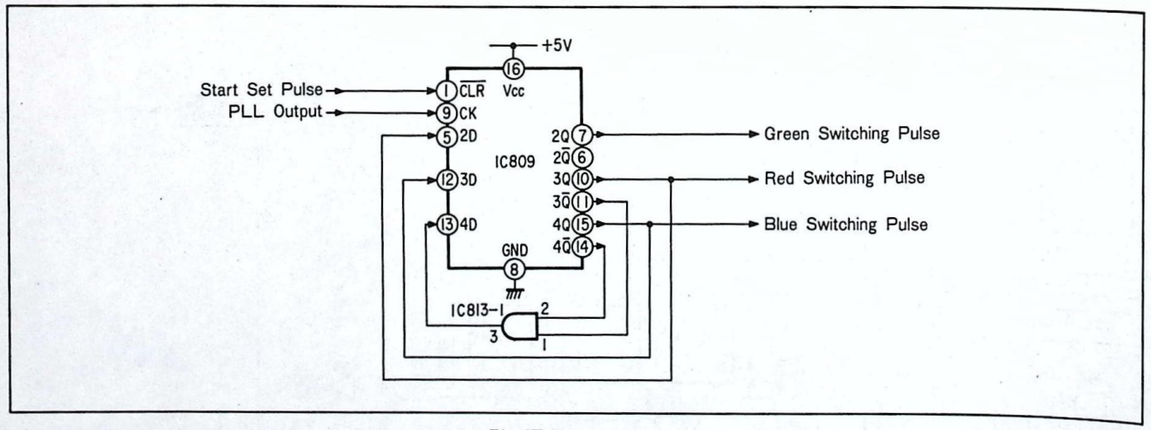
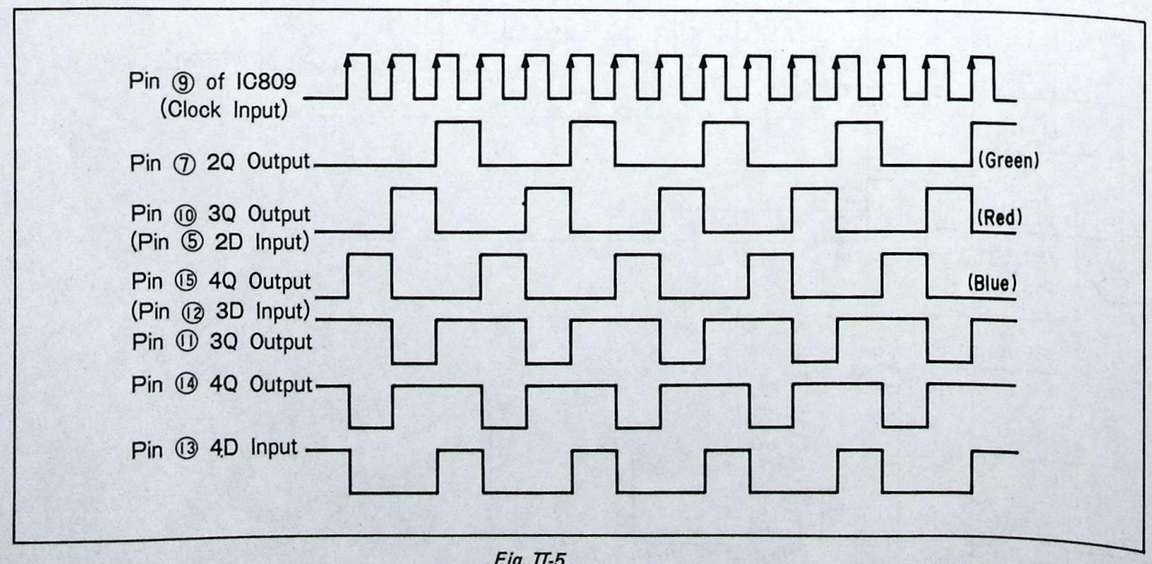

Fig. II-4.
Fig. II-5.
② The fetched f_i signal is fed to the limiter. The level of the index signal differs near the center and periphery of the CRT depending on where the photodetector is mounted and CRT profile. The beam output also differs depending on pictures, and the index signal level varies. The signal is fed to the limiter to correct it and to make the level of the input to the PLL constant.
③ The limiter output is input to Pin ⑥ of the PLL. Matching the phase to the input f_i signal, the PLL outputs a signal of a frequency twice f_i, that is, 16.8MHz. The $2f_i$ output is JK flip flopped, is demultiplied 1/2 by IC808-1, and is fed back to the PLL for phase comparison.
④ This $2f_i$ signal is input to IC809 which contains four D flip flops. The $2f_i$ signal is input to this IC as its clock. The input signal is divided equally by three by a circuit as shown in Fig. II-4 to produce an RGB switching pulse. Fig. II-5 shows the output waveforms of them.
⑤ The RGB switching pulse signal output by IC809 is then fed to a circuit as shown in Fig. II-5.